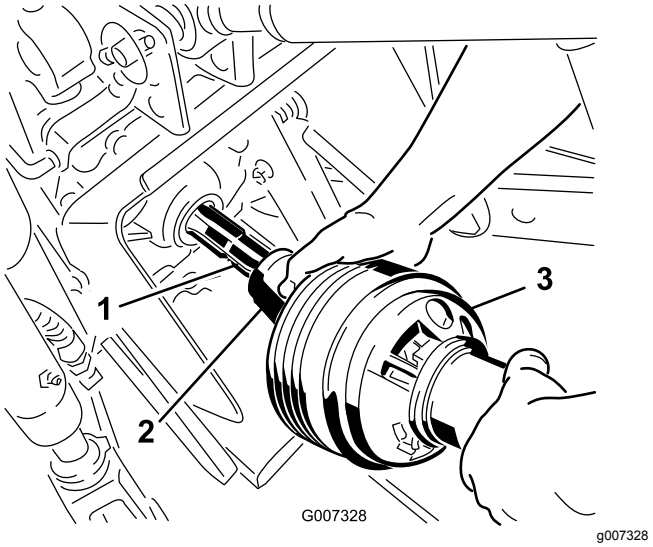

Figur 24
3. Koble kraftuttaksakselen til traktorens kraftuttaksaksel (Figur 24).